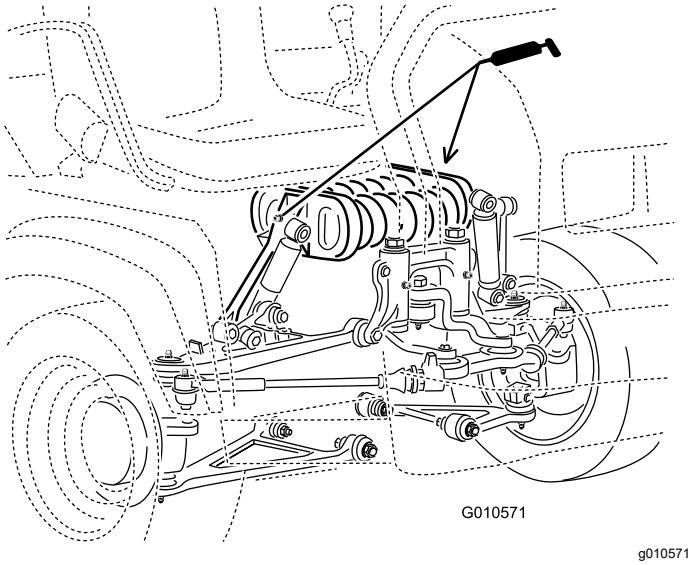

Figura 30
- **Torre de mola (2)**; consulte Figura 30